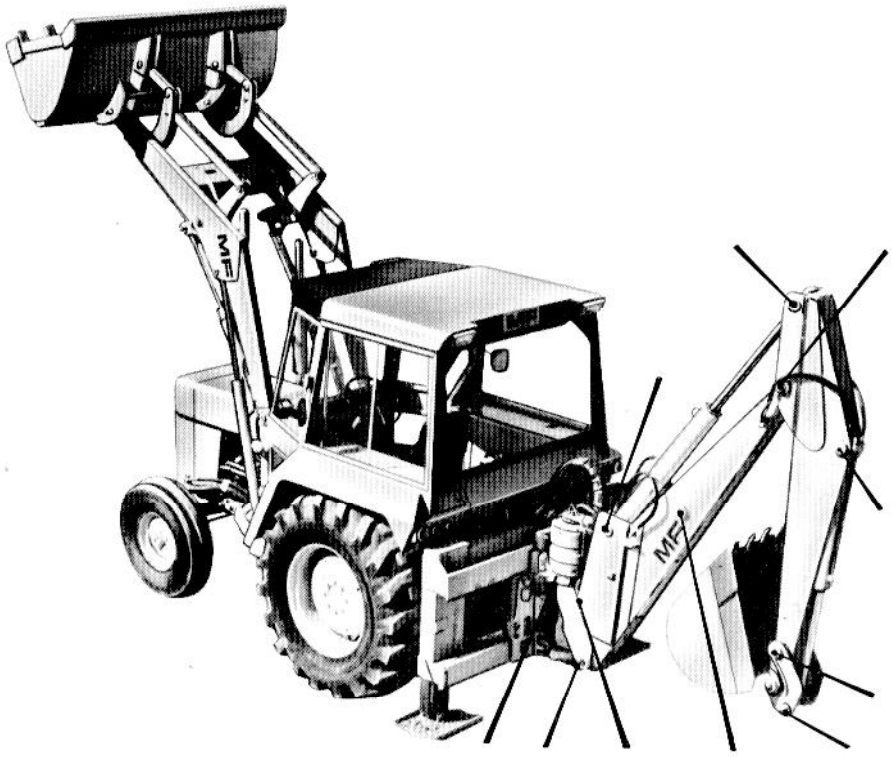

FIG. 14
4. Garnir tous les graisseurs fléchés. (Fig. 14) NE PAS GRAISSER LES GLISSIERES DES STABILISATEURS. Le sable en effet, formerait avec la graisse une pâte abrasive sur les jambes des stabilisateurs.
TABLEAU D'ENTRETIEN (Voir Fig. 14)